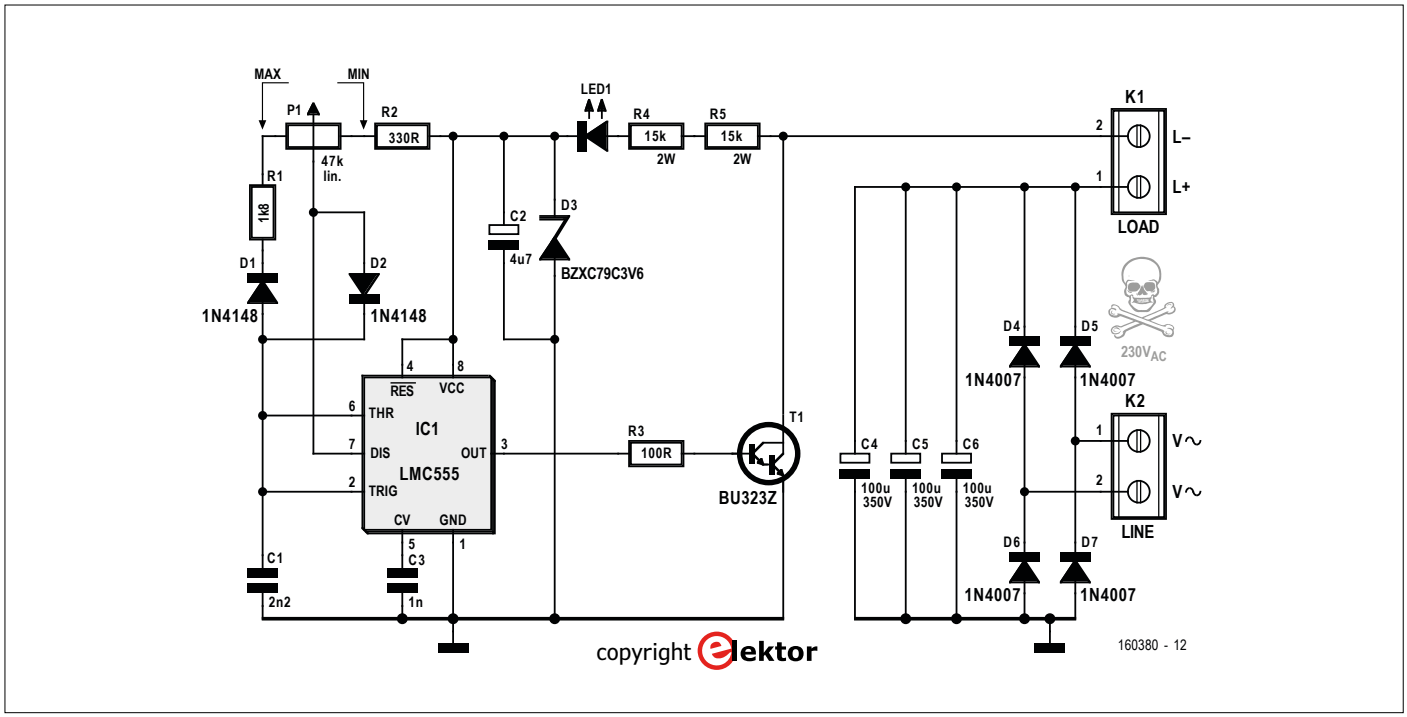

Bild 3. Achtung: Die Netzspannungs-Version des Zweidraht-Dimmers ist gefährlich.
Bild 3 zeigt die Netzversion. Die größte Änderung betrifft die Brückengleichrichtung mit D4...D7 und die Siebung mit C4...C6. Der eingezeichnete Totenkopf symbolisiert, dass Basteln an Netzspannung gefährlich ist.
3. (Netz, Bild 3, nicht nachmachen!) Große Serienschaltungen z.B. auf LED-Streifen verwenden häufig weiße 100-mW-SMD-LEDs im Format 3528 mit U_{LED} = 3,5 V und I_{LED} = 25 mA. U_{Tmax} des Darlingtons ist 0,6 V. Im 230-V-Netz gilt $U_{Vers.}$ = 325 V. Wenn mindestens 80 % der Leistung an den LEDs anfallen soll, ergibt sich n = 325 V * 0,8 / 3,5 V = 74,3. Also mindestens 75 LEDs in Serie schalten, woran 262,5 V abfallen. Der Vorwiderstand ergibt sich zu (325 V – 262,5 V) / 25 mA = 2,5 kΩ und die Verlustleistung zu 2,5 kΩ * $(25\ mA)^2$ = 1,56 W. Da 2,5 kΩ nicht einmal in der E24-Reihe enthalten ist, empfiehlt sich die Parallelschaltung von 4,7 kΩ und 5,6 kΩ mit je 1 W. Resultat ist ein Vorwiderstand von 2,56 kΩ. An T1 fallen mit 0,6 V * 25 mA nur etwa 15 mW an. Da braucht es keinen Kühlkörper.